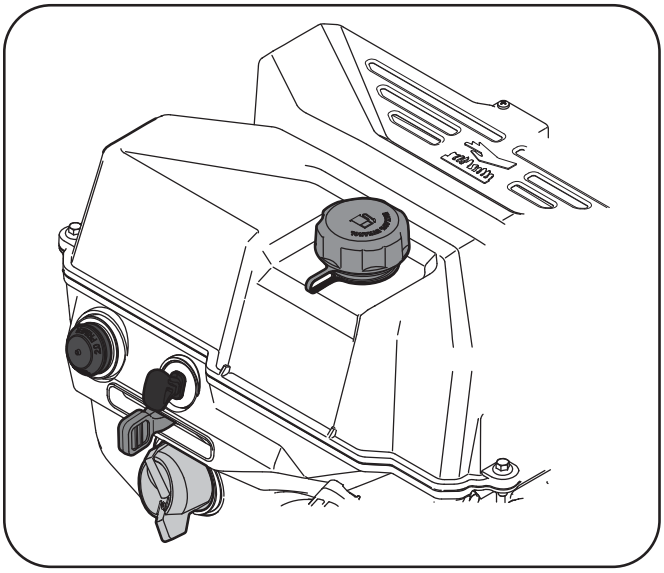

Figure 3-3
5. L'indicateur du niveau de carburant se trouve dans le réservoir. Remplissez le réservoir jusqu'à ce que le carburant atteigne l'indicateur. Voir la Figure 3-3. Prenez soin de ne pas remplir excessivement.